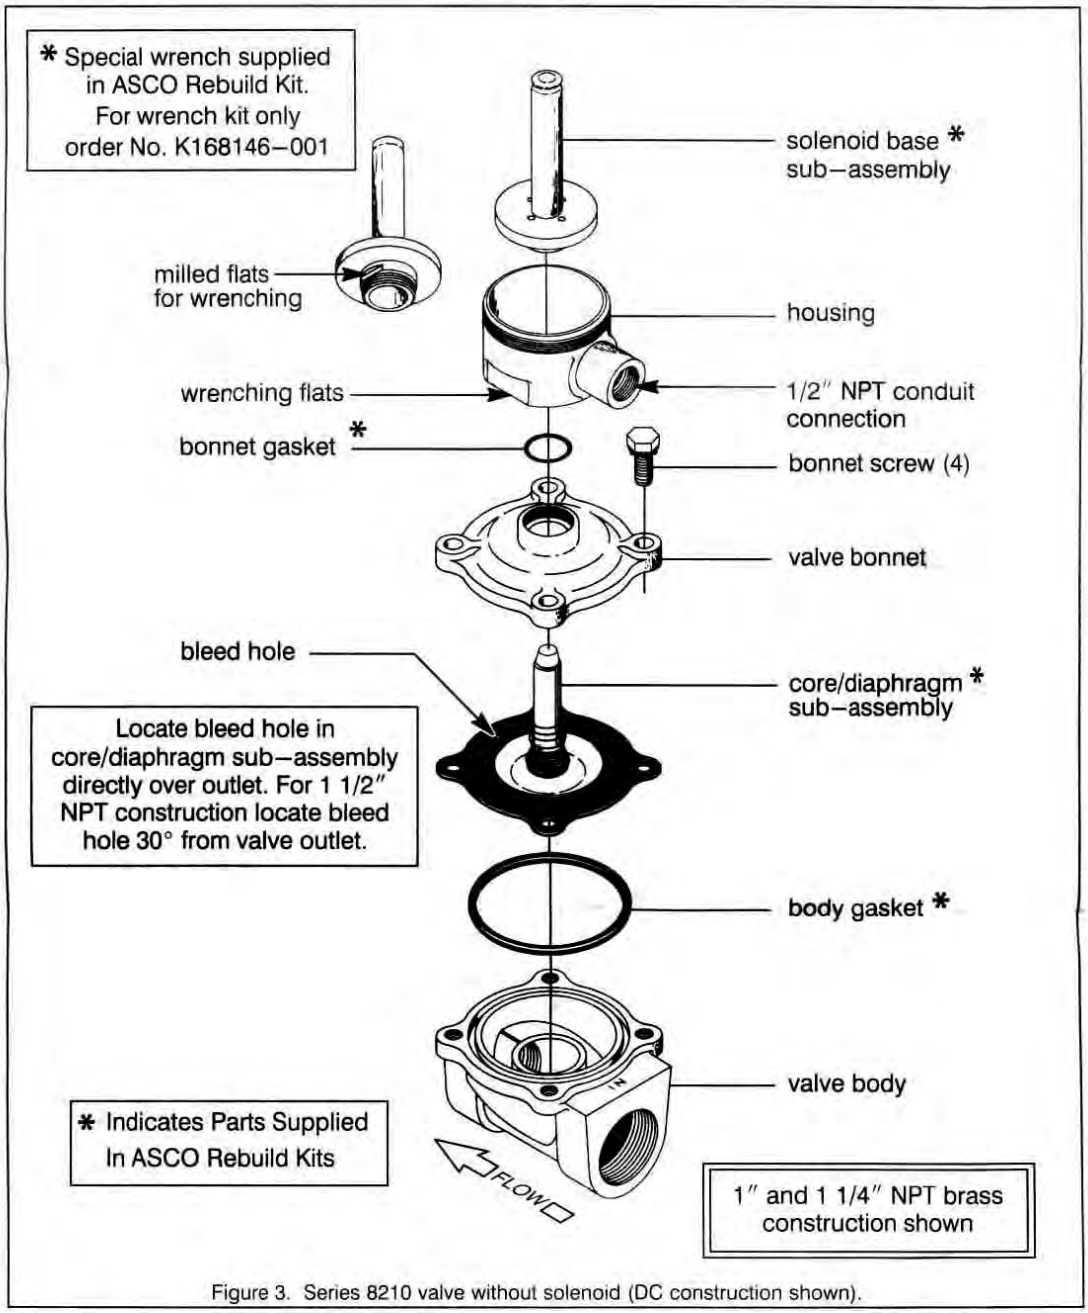

Figure 3. Series 8210 valve without solenoid (DC construction shown).
- **Junction Box:** This junction box construction meets Enclosure Types 2,3,3S,4, and 4X. Only solenoids with 1/4" spade or screw terminals may have a junction box. The junction box provides a 1/2" conduit connection, grounding and spade or screw terminal connections within the junction box (See Figure 3).